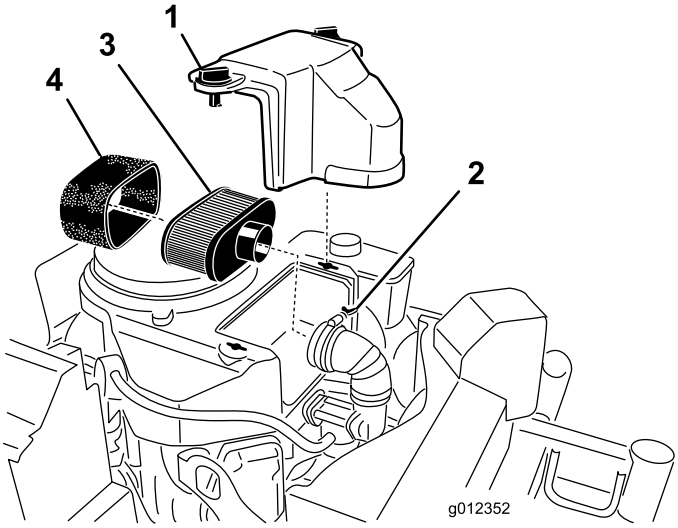

Figur 21
3. Rengør området omkring luftfilteret for at forhindre snavs i at trænge ind i motoren og forårsage beskadigelse (Figur 21).
4. Skru dækselgrebet af, og afmonter luftfilterdækslet (Figur 21).
5. Skru slangeklemmen af, og afmonter luftfilterenheden (Figur 21).
6. Skub forsigtigt skumindsatsen af papirindsatsen (Figur 21).
1. Rengør ikke papirfilteret. Udskift det (Figur 21).
1. Skub forsigtigt skumindsatsen på luftfilterets papirindsats (Figur 21).
2. Placer luftfilteret på bundpladen, og fastgør det med 2 vingemøtrikker (Figur 21).
3. Sæt luftfilterdækslet på plads, og tilspænd dækselgrebet (Figur 21).